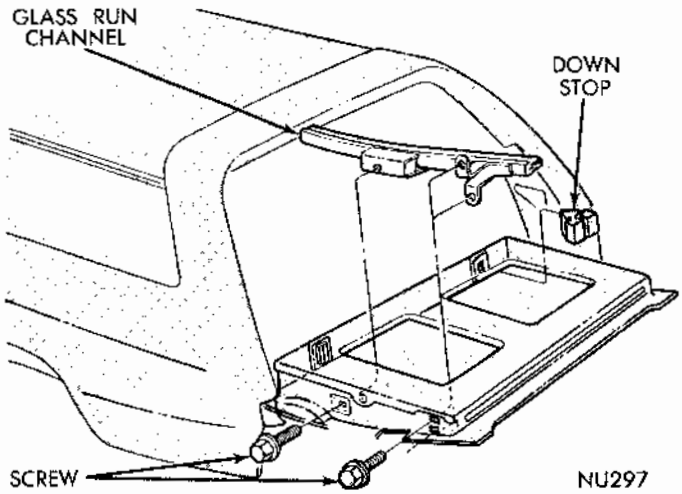

Fig. 50 - Glass Run Channel
(1) Remove the tail gate glass assembly.
(2) Remove tail gate pillar to glass run channel screws (Fig. 50).
(3) Remove channel assembly through access holes in inner panel.